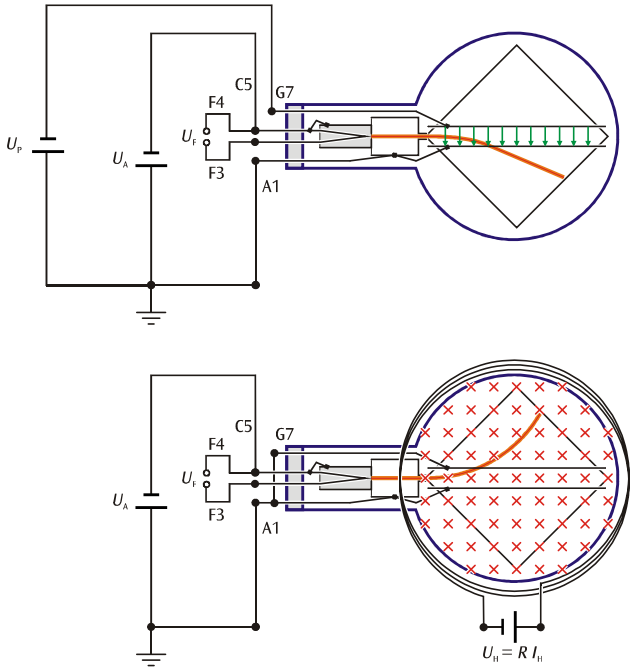

Fig. 1: Representação esquemática do tubo de Thomson. Desvio no campo elétrico (acima), abaixo, no campo magnético.
perpendicularmente à direção do movimento e do plano criado pelo campo magnético. O desvio ocorre em direção vertical quando tanto a direção do movimento como também o campo magnético se encontram no plano horizontal (veja fig. 1). Se direção do movimento é perpendicular ao campo magnético homogêneo, então os elétrons são forçados a seguir uns percurso circular cuja força centrípeta é dada pela força de Lorentz.
(veja fig. 1 acima). O campo elétrico, portanto, pode ser escolhido para que apenas compense o desvio no campo magnético:
- Ligar os conectores F3 e F4 do suporte para tubos com a saída de tensão de aquecimento (conector azul) do aparelho de alta tensão por meio de cabos de segurança para experiências (veja também a fig. 1).